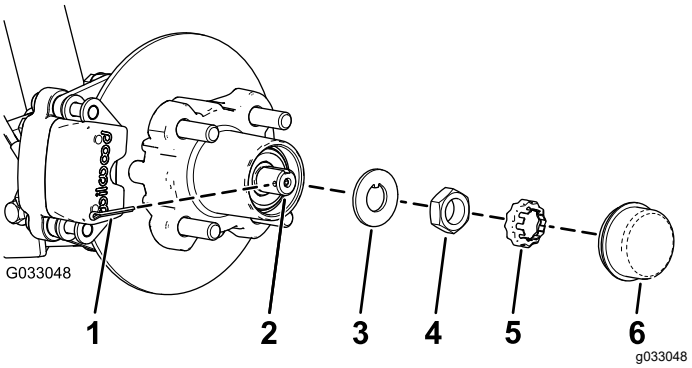
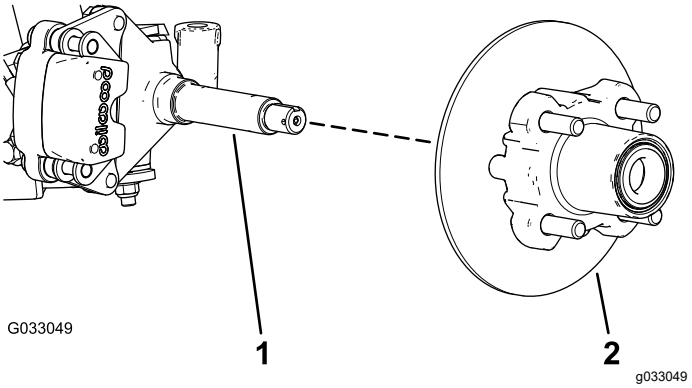

**Figur 31**
**Figur 32**
4. Ta av dammkåpan från navet (Figur 31).
5. Ta bort saxpinnen och mutterhållaren från spindeln och spindelmuttern (Figur 31).
6. Avlägsna spindelmuttern från spindeln och skilj sedan navet och rotorn från spindeln (Figur 31 och Figur 32).